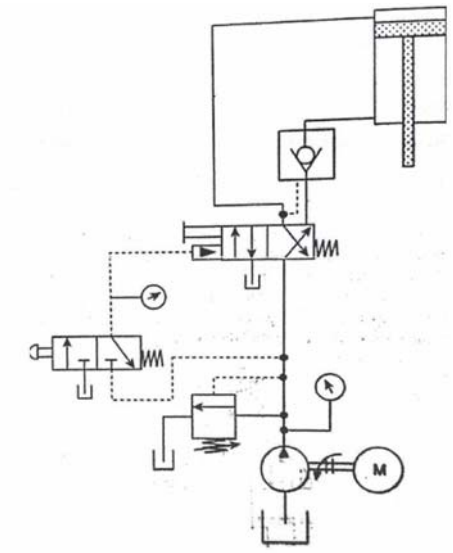

Fig 7(b)
b) Analyze the circuit shown in Fig 7(b). **[7]**